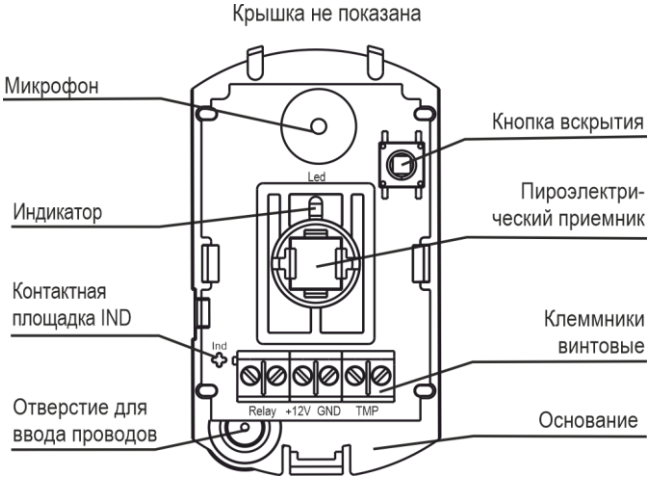

Рисунок 4
5.1 Конструктивно извещатель выполнен в виде блока, состоящего из основания и съемной крышки. Внутри блока смонтирована печатная плата с расположенными на ней радиоэлементами и клеммниками винтовыми для внешних подключений (рисунок 4).